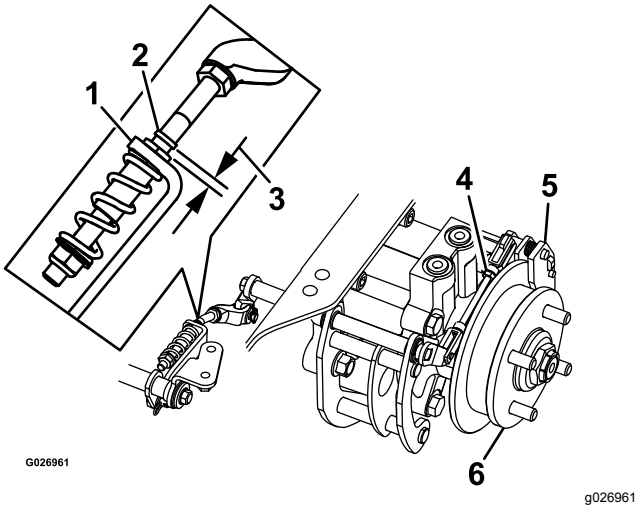

Figur 89
7. Kontroller, at der er et synligt mellemrum mellem L-bøjlen og forbindelsesstoppet (Figur 89).